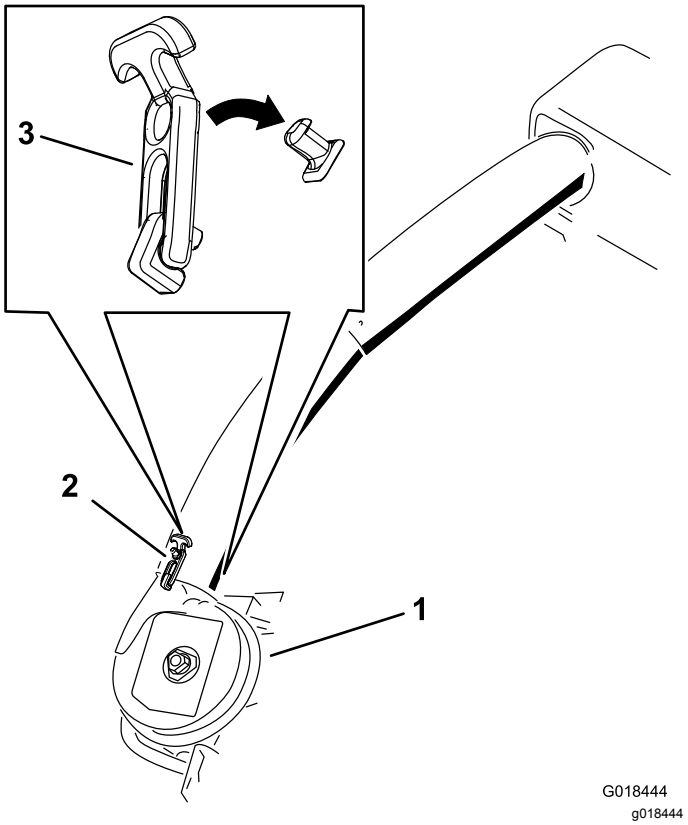

Figuur 28
6. Gebruik de beide grendels om de onderste buis aan de blazer te bevestigen (Figuur 28).
21. Gebruik de beide grendels om de onderste buis aan de blazer te bevestigen (Figuur 28).